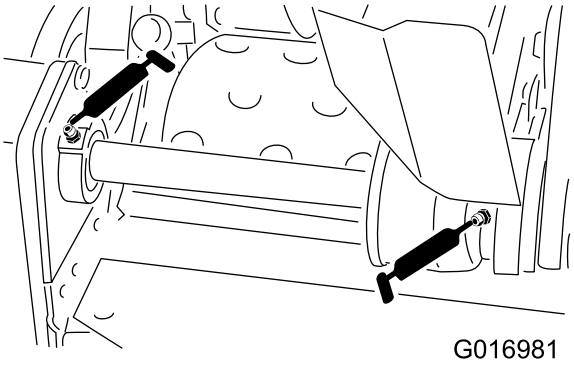

**Figuur 20**
- 2 op de lagers van de secundaire as van de messenkooi (Figuur 20)